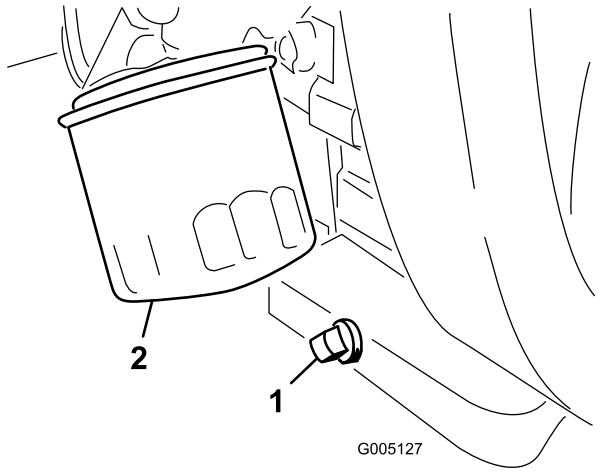

**Figur 45**
1. Ta bort avtappningspluggen (Figur 45) och låt oljan rinna ned i ett kärl. Sätt tillbaka avtappningspluggen när oljan har slutat rinna.
2. Avlägsna oljefiltret (Figur 45). Stryk på ett tunt lager ren olja på den nya filterpackningen.